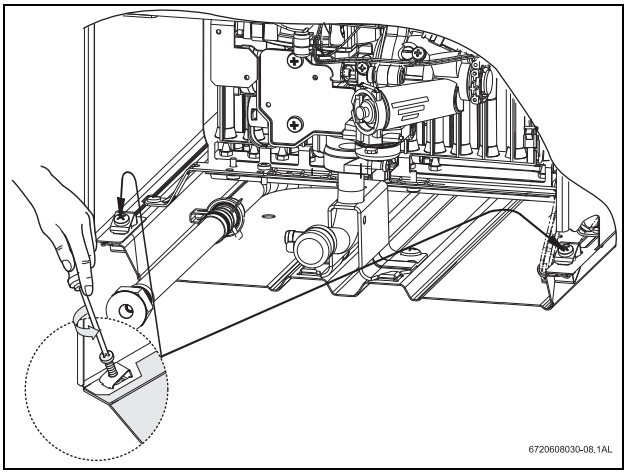

Fig. 1 Loosen two Phillips head screws
- ▸ **2.** Unscrew the cover fixing screws, see Fig. 1.